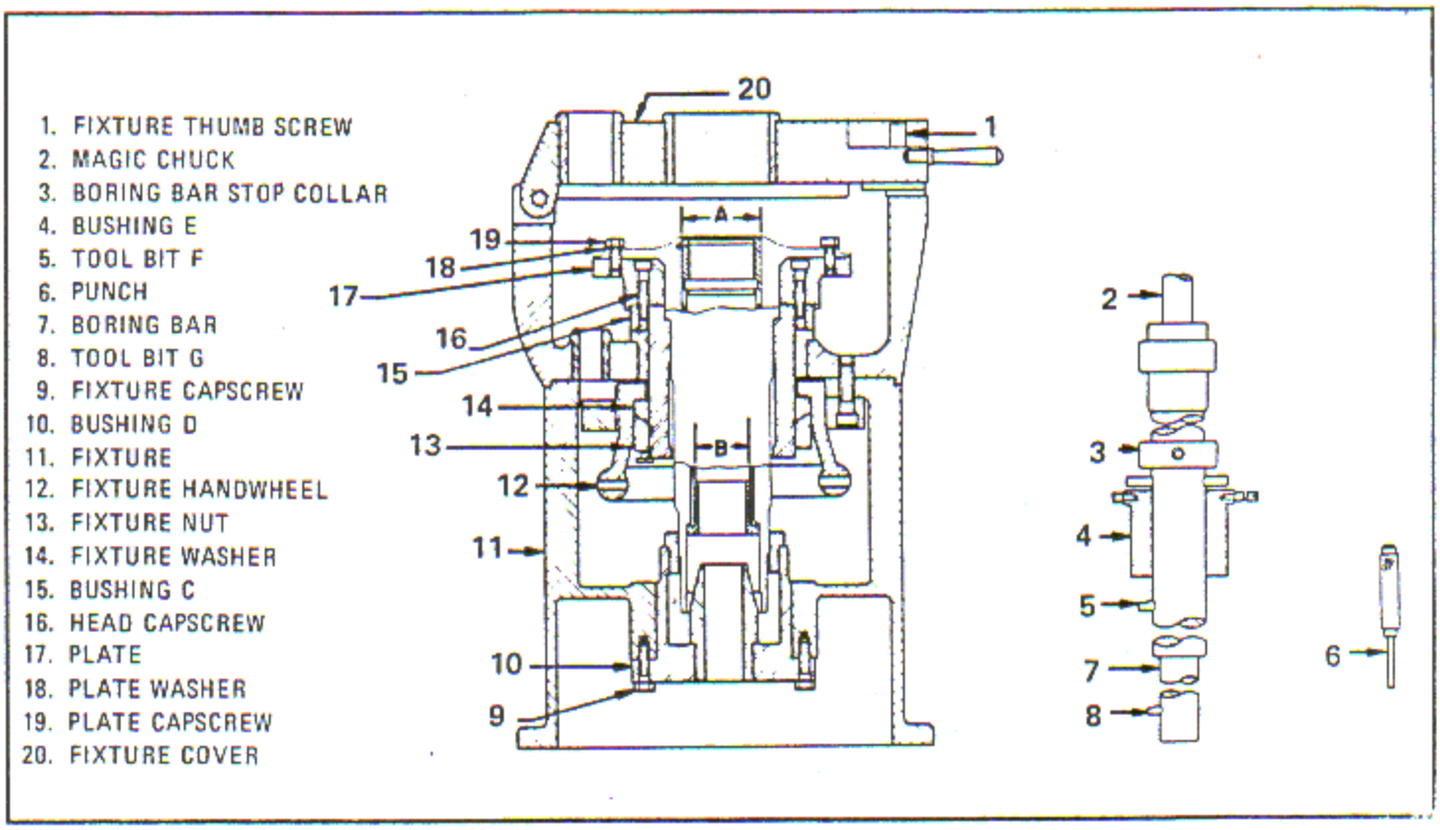

Figure 6-58. Removing Propeller Shaft Bushings
b. Assemble bushings (4, 10 and 15, figure 6-58) and plate (17) to fixture (11) as shown, using fixture capscrews (9), fixture washer (14), fixture nut (13) and plate socket head capscrews (19).
c. Insert the propeller shaft into fixture (11), and clamp to plate (17) using the plate washer (18) and plate capscrew (19). Close the fixture cover (20) and fasten with fixture thumb screws (1). Lock the assembly with the fixture hand wheel (12).
d. Clamp fixture (11) to a drill press table. Assemble boring bar (7), boring bar stop collar (3), bushing (4) and tool bit (5).
e. Set the boring bar stop collar (3) to prevent cutting into the hydromatic oil sleeve below the rear bushing (15). Set tool bit with a micrometer to obtain diameter A (2.740 - 2.750 inches) for the first cut.